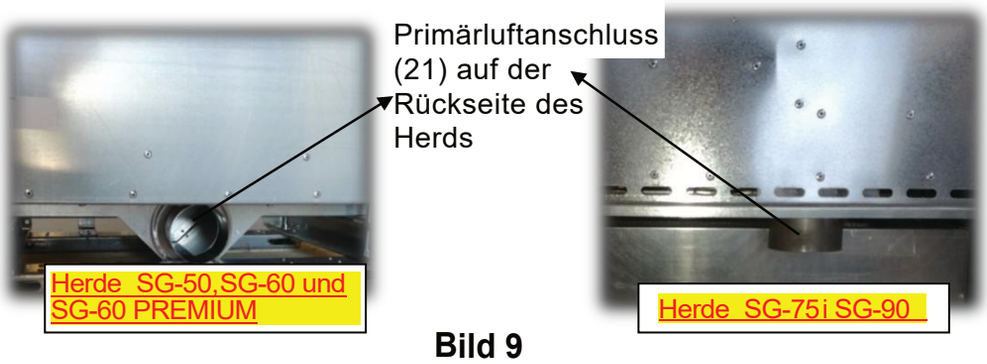

Bild 9
Zur Primärluftansaugung von außen befindet sich auf der Rückseite des Herds ein **runder Stutzen (21) Ø80 mm**, an dem ein Rohr angeschlossen werden kann - *siehe Kapitel 1.3. in Montaganleitung* und *Bild 9*. Das Anschlußrohr muss (gemäß Norm DIN 4102-B1) aus nicht brennbarem Material bestehen.